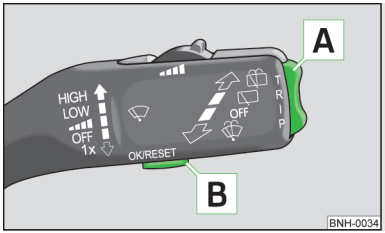

Fig. 5
Button B » Fig. 5 » page 12 is used to switch over the memory.
The rocker switch A » Fig. 5 and the button B are located on the windshield wiper lever.
› Press the button B » Fig. 5.
› Briefly press the rocker switch A » Fig. 5 up or down. This opens the individual functions of the multi-functional indicator one after the other.
› Press the button B » Fig. 5 for longer.
If the outside temperature drops below +4 °C, a snow flake symbol (warning signal for ice on the road) appears before the temperature indicator and an audible signal will sound. After pressing the rocker switch A » Fig. 5 » page 12, the function which was shown last is indicated.
The driving time which has elapsed since the memory was last erased, appears in the display. If you want to measure the driving time from a particular moment in time on, at this moment, reset the memory to zero by pressing the button B » Fig. 5 » page 12.
To determine the average fuel consumption over a certain period of time, set the memory at the start of the new measurement to zero using button B » Fig. 5 » page 12. After erasing the memory, no value appears in the display until you have driven approx. 300 m.
The distance travelled since the memory was last erased is shown in the display » page 12. If you want to measure the distance from a particular point, reset the memory to zero by pressing the button B » Fig. 5 » page 12.
The average speed since the memory was last erased is shown in the display in km/hour » page 12. To determine the average speed over a certain period of time, set the memory to zero at the start of the measurement using button B » Fig. 5 » page 12.
- With button A » Fig. 5 » page 12, choose the menu **Warning against excessive speeds**.